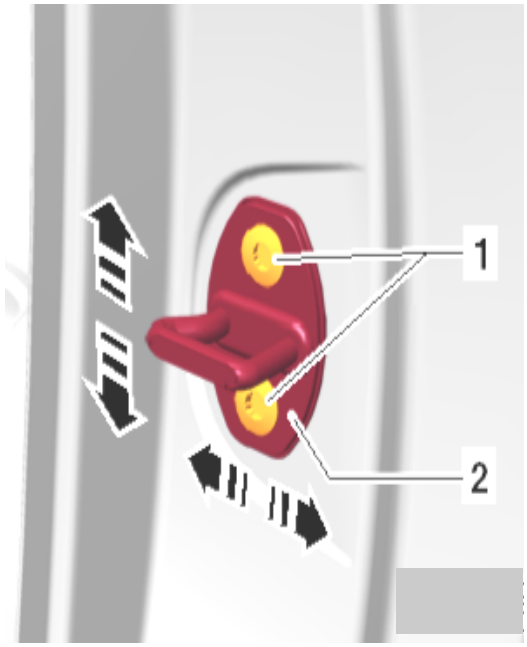
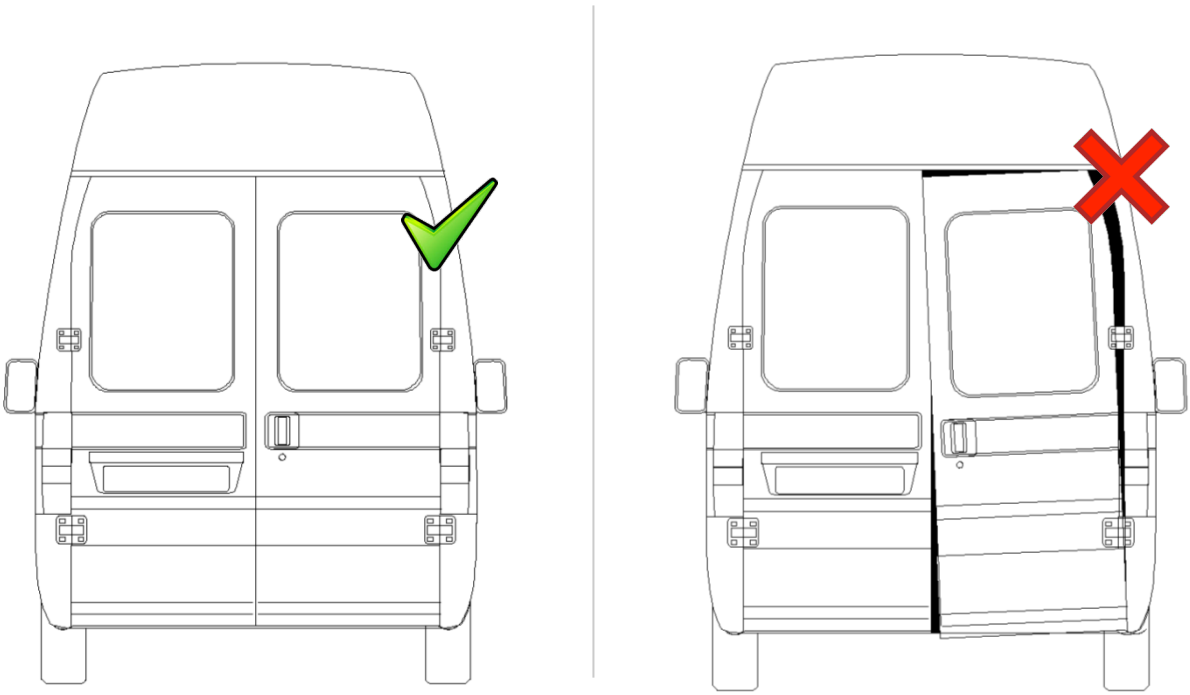

Fig.2
Fig.3
**Verificare dapprima il corretto allineamento dei portelloni.** Nel caso in cui i bordi delle portiere non risultino perfettamente allineati (fig.1,fig3), effettuarne la registrazione attraverso il riscontro/gancio (fig.2) e/o le cerniere. Nel caso di portelloni scaduti, se necessario sostituire le cerniere o eseguirne un rinforzo.